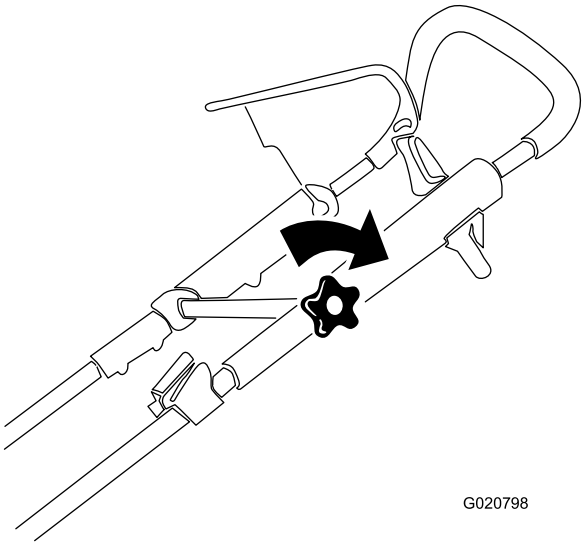

Figur 4
3. Flytt det øvre håndtaket til ønsket stilling og stram den øvre håndtaksknotten godt (Figur 4).